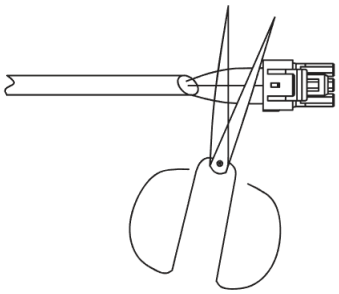

Fig. 37 —Shearing Outdoor Connector
1. Cut the connector on the outdoor unit side as shown in Fig 37.